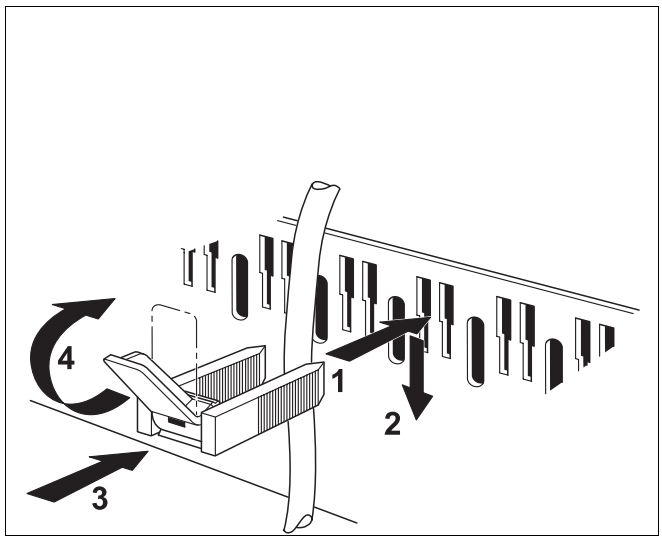

Rys. 33 Prowadzenie kabla i odciążenie naciągu
- W sposób przedstawiony na rys. 33 włożyć obejmę z przewodem od góry w wycięcia ramy (rys. 33, **krok 1**).
- Odciążenie naciągu przesunąć do dołu (rys. 33, **krok 2**).
- Docisnąć obejmę (rys. 33, **krok 3**).
- Przełożyć dźwigienkę do góry (rys. 33, **krok 4**).